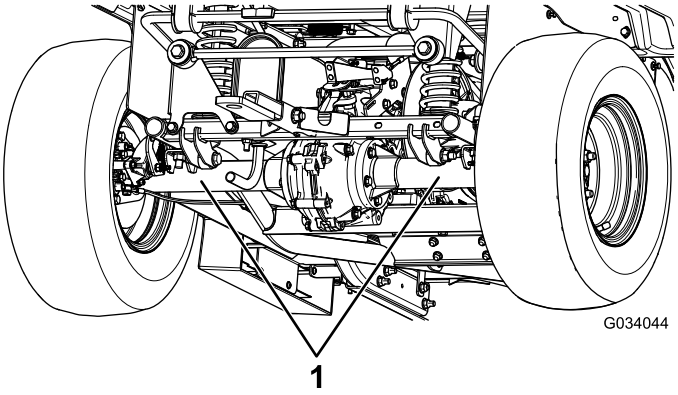

Bild 24
- Die hintere Hebestelle der Maschine befindet sich unter den Achsrohren (Bild 24).